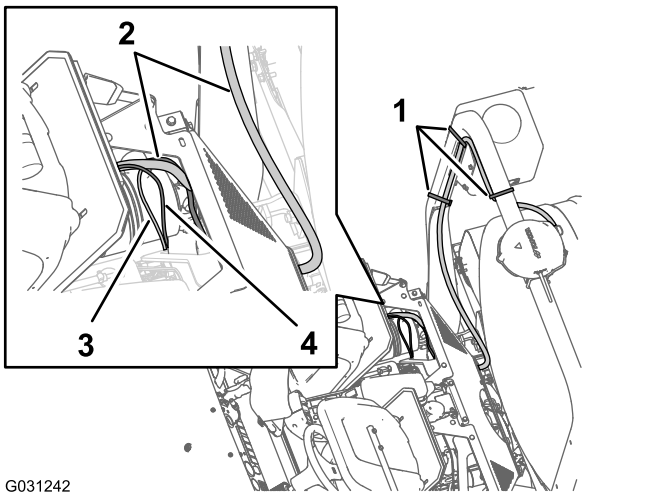

Figur 168
1. Før den 100 cm lange forgreningen til den elektriske ledningssatsen (Figur 168) med kontakten med én pinne ned til området hvor de fremre og bakre ledningssatsene for maskinen kobles til. Se Figur 86 i Koble til fremre og bakre ledningssats (side 41).
2. Før den 100 cm lange forgreningen til dataledningssatsen (Figur 168) med kontakten med fire pinner for CAN 2/sprederkontrolleren ned til området hvor de fremre og bakre ledningssatsene for maskinen kobles til. Se Figur 86 i Koble til fremre og bakre ledningssats (side 41).